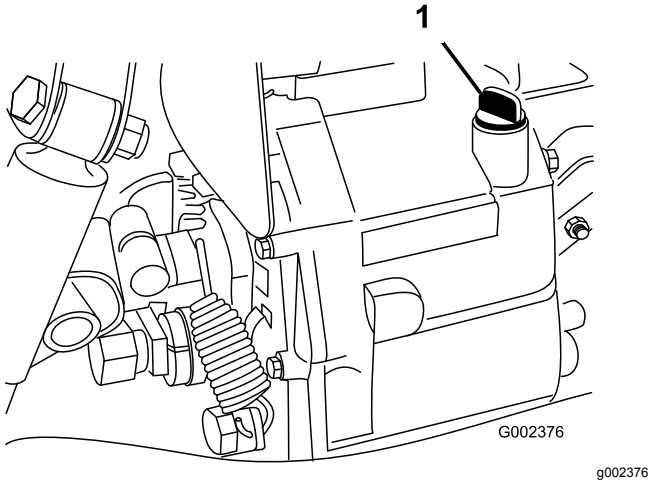

**Figur 68**
4. Rengør området omkring målepinden (Figur 68).